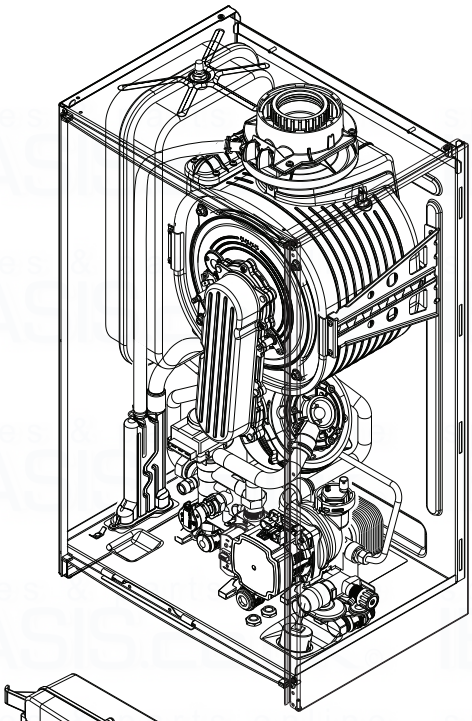

Fig. 64
13.19 P.C.B. & R.D.S. (Removable Data Stick) (Fig. 64)